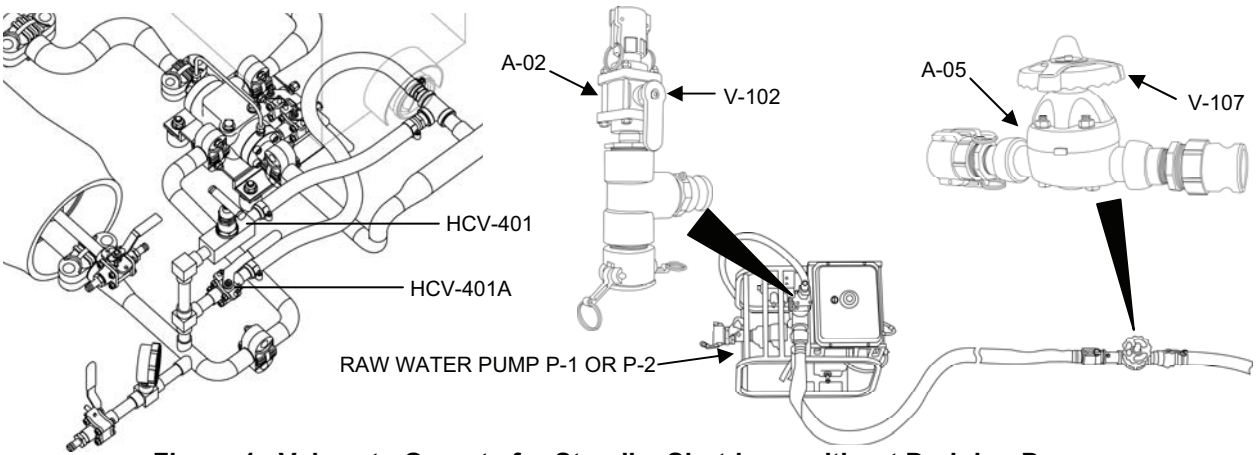

Figure 1. Valves to Operate for Standby Shutdown without Draining Down.
1. Fully OPEN Main Pressure Control Valve HCV-401 and then Auxiliary Pressure Control Valve HCV-401A (Figure 1).
b. Crack open Vent Valve V-102 on Adaptor A-02 at the pump discharge and leave the pump running for short shutdowns (Figure 1). (If the cyclone separator is in use, the vent valve need not be opened. The cyclone drain provides the needed flow discharge.)
5. If Diesel Engine-Driven Raw Water Pump P-1 is used, reduce the speed to idle, leave Vent Valve V-102 on Adaptor A-02 at the pump discharge closed and leave the pump running for short shutdowns not exceeding 30 minutes (Figure 1).